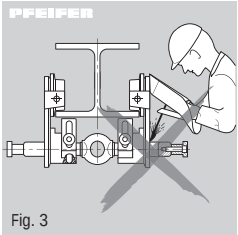

Fig. 3
- Welding work on the running gear is forbidden (Fig. 3).